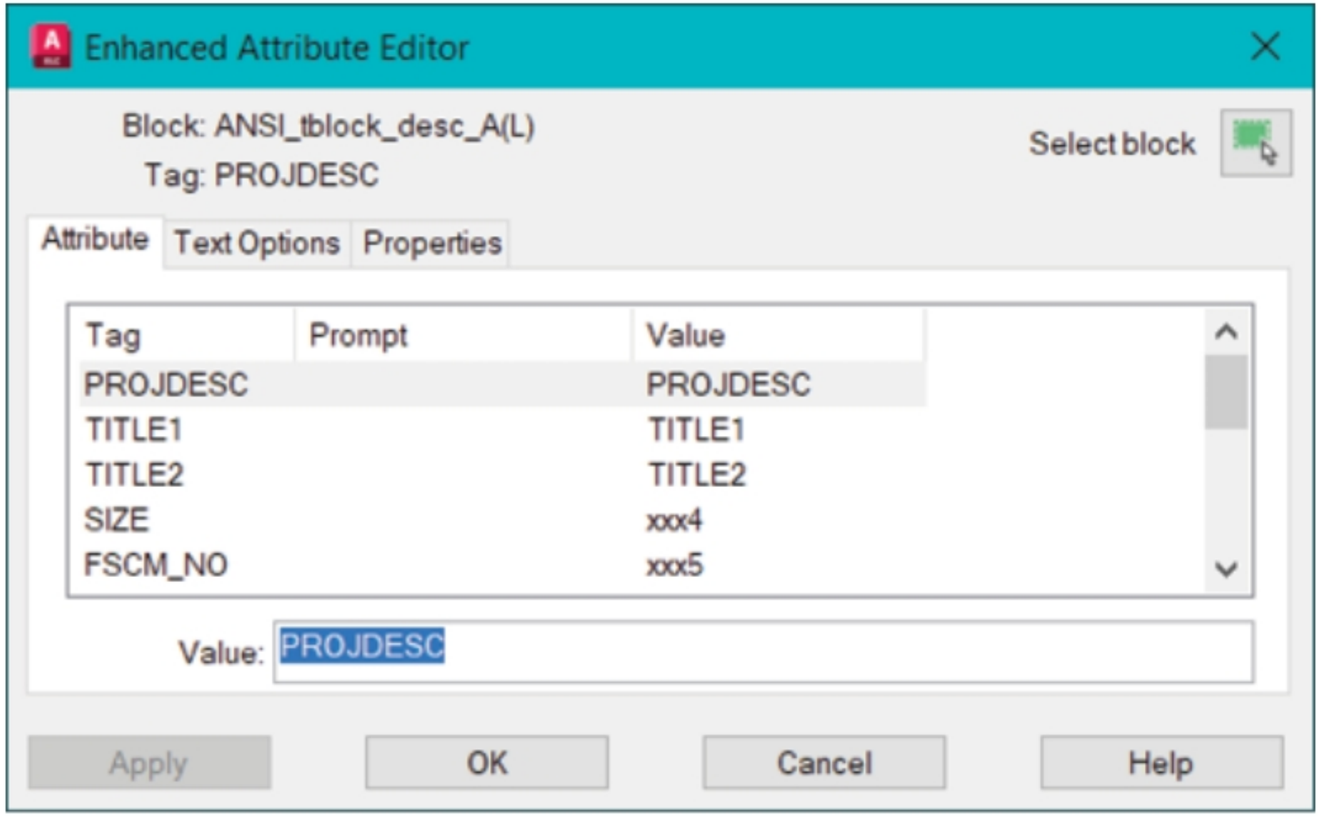

Figure-54. Enhanced Attribute Editor dialog box
- Double-click on the title block at the bottom right corner. The **Enhanced Attribute Editor** dialog box will be displayed; refer to Figure-54.